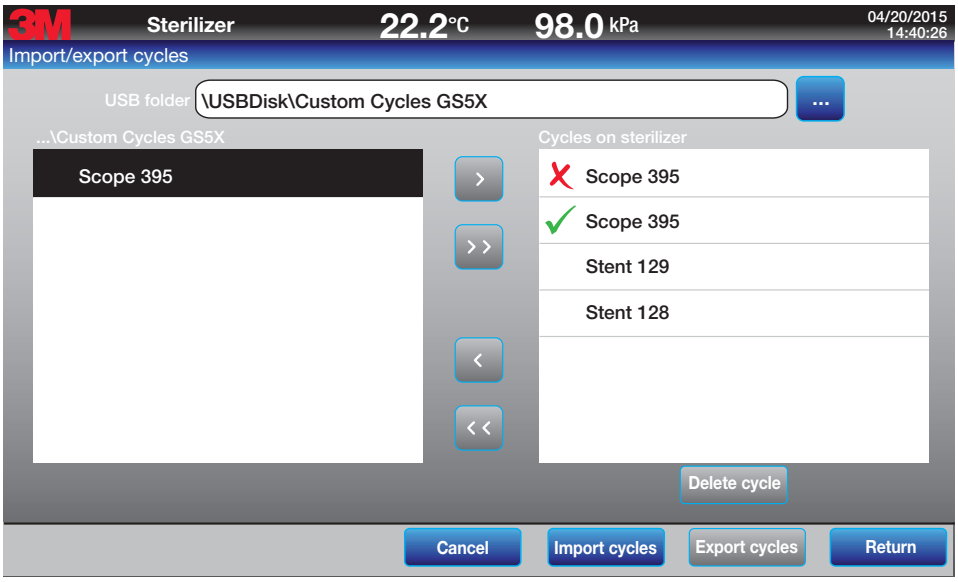

Figure 60.
2. A red "X" will appear next to the cycle to be deleted and a green check mark will appear next to the cycle to be imported (Figure 60). Press **Import cycles** to proceed.